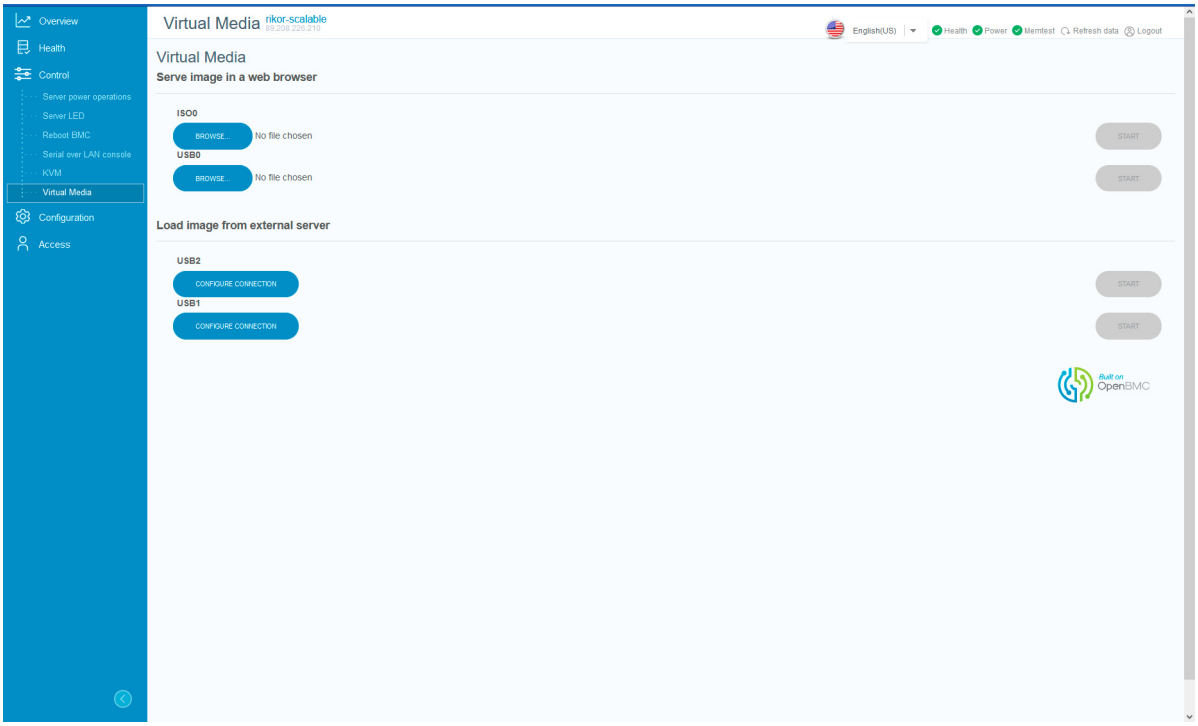

Рис. 87. Окно «Virtual Media»
7) Пройдите во вкладку «Control» → «Virtual Media» в данной вкладке осуществляется виртуальное подключение периферийных устройств. Окно показано на рис. 87 Окно «Virtual Media»